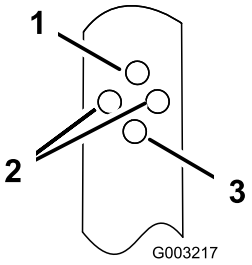

Figur 16
2. För in bulten som fäster handtaget i önskat läge genom hålet på handtagsfästet (Figur 16).